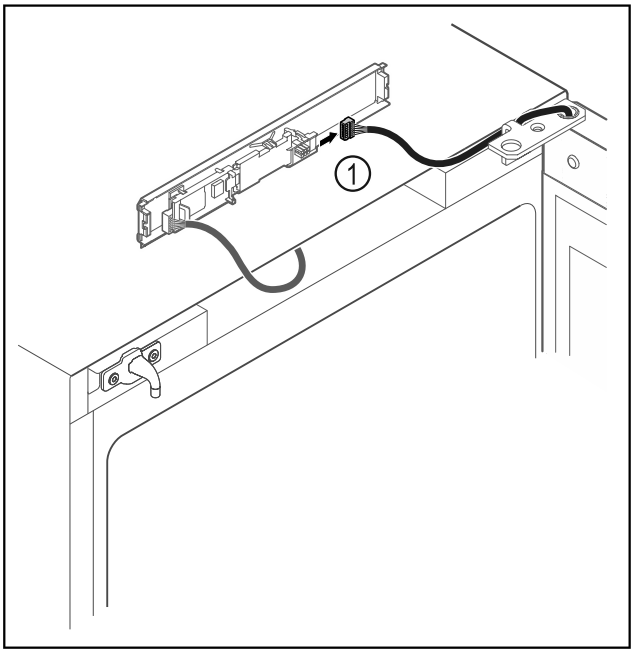

Fig. 13
▶ Отсоедините штекер *Fig. 13 (1)* от панели.